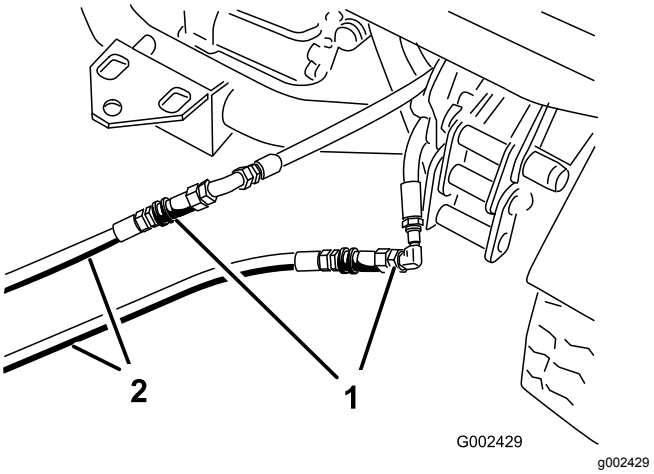

Figura 74
3. Sulla macchina in panne collegate i due tubi d'intervento ai tubi scollegati in precedenza (Figura 74).